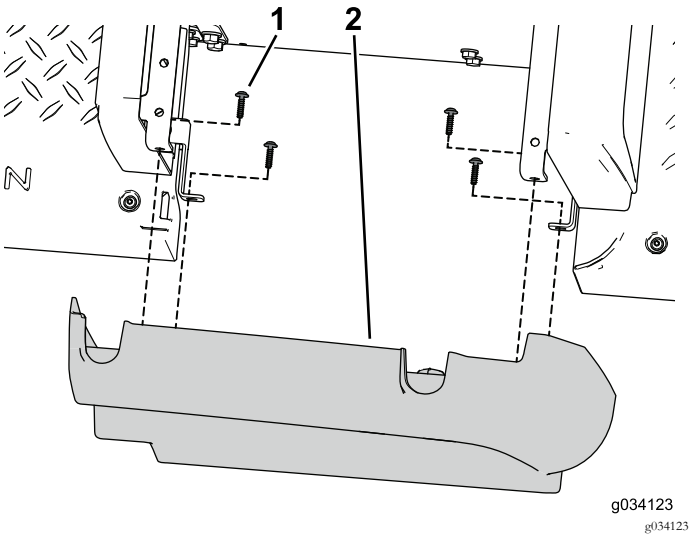

Figur 43
1. Brug de otte selvskærende skruer (3/32 x 7/8 tomme) til at fastgøre de venstre og højre sidepaneler fra sættet til de forreste sædesokkelpaneler (Figur 43).